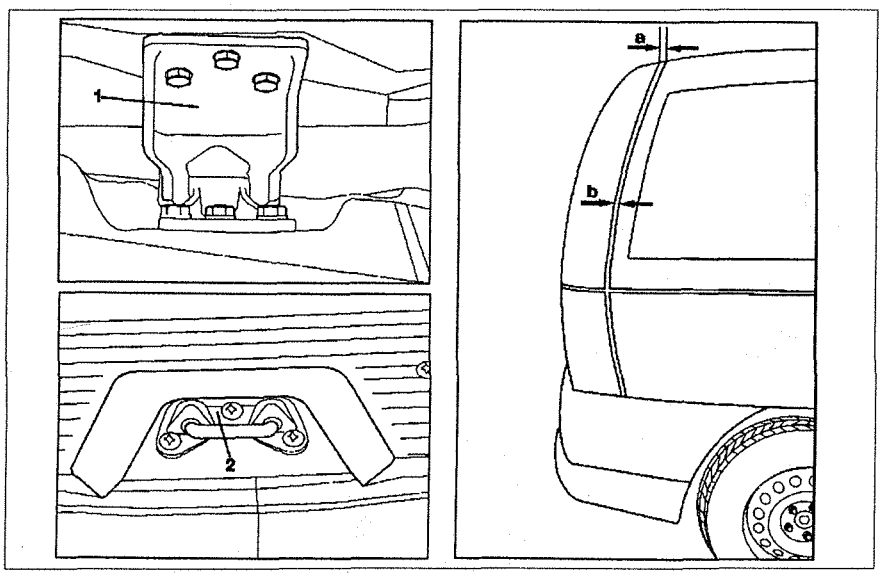

Рис. 11.8. Регулировка задней двери:
2. Ослабьте петли двери **1** и отрегулируйте расстояние **A** и плоскостность относительно боковой панели путем перемещения задней двери горизонтально (см.рис.11.8).